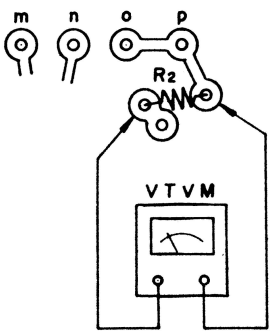

Fig. 1
2. Connect both terminals of a vacuum tube volt meter (VTVM) with R2 (10 ohm) resistor in parallel as shown below. (See fig. 1, 2)